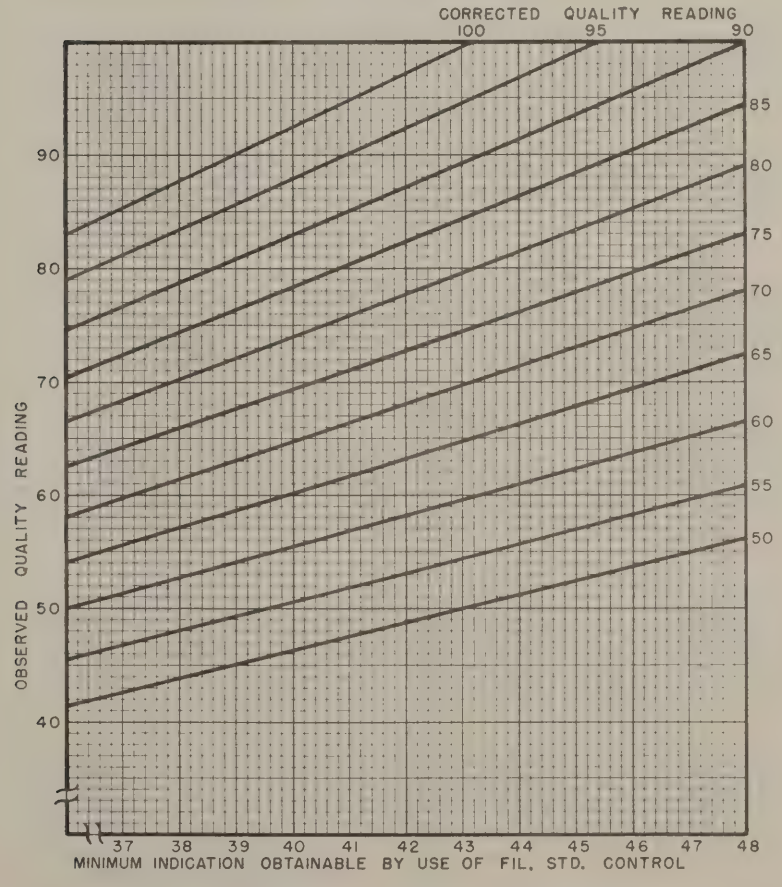

Figure 5A. Curve for Correcting Full-Wave and Half-Wave Rectifier Output Current Tests to Nominal (115 Volts) Line Value
e. Use the correction curve (Figure 5A) to find the intersection of the minimum value obtained in step c above and the quality reading obtained in step d.